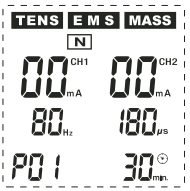

Abb. 10
(15) (N): Spezialprogramme für den Nacken (siehe Abb. 10)